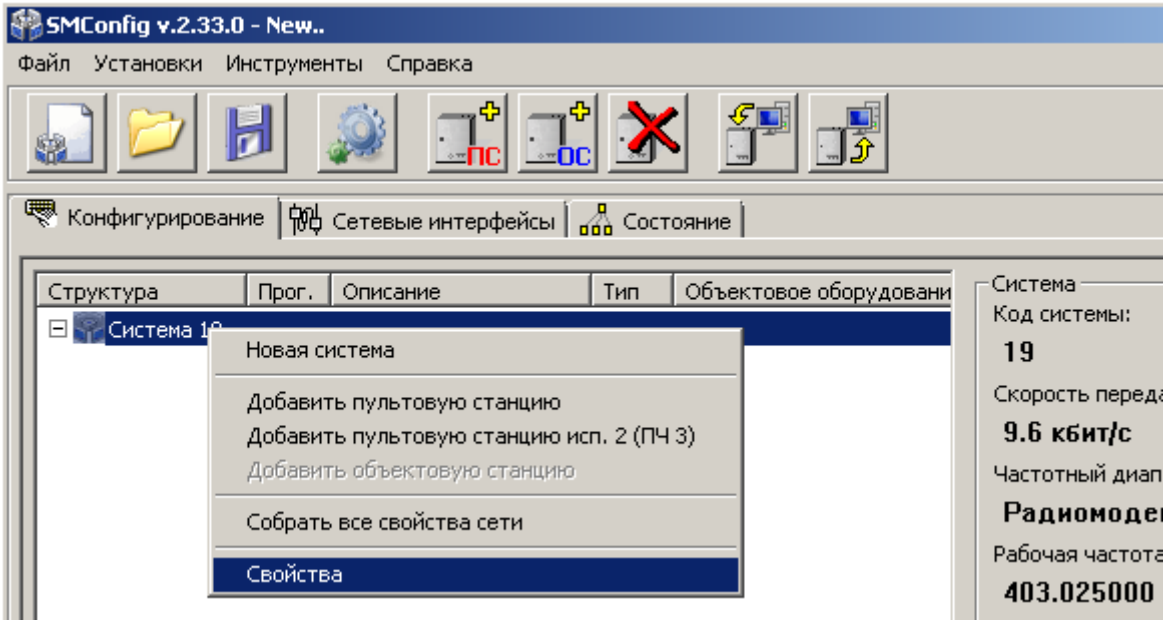
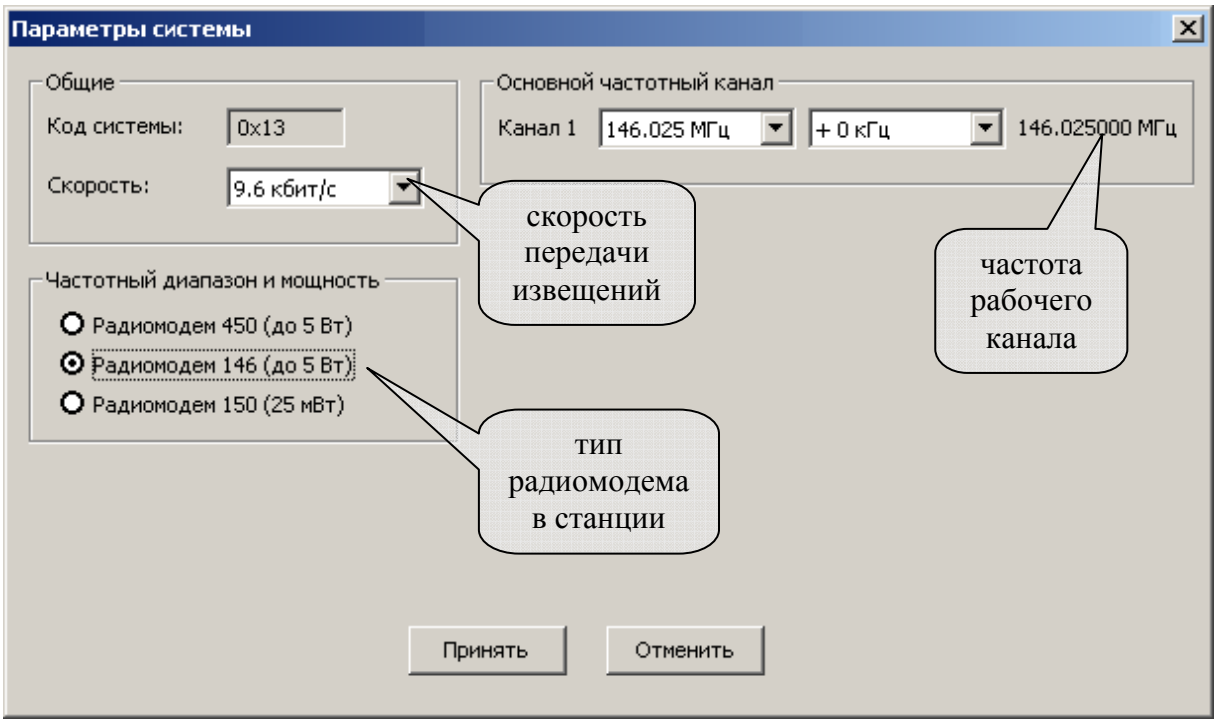

Рис. 30
Рис. 31
2. На вкладке "Конфигурирование", на строке "Система" двойным кликом мыши или нажатием правой кнопки мыши вызвать контекстное меню и выбрать пункт "Свойства" (Рис. 30).Появится окно "Параметры системы" (Рис. 31).